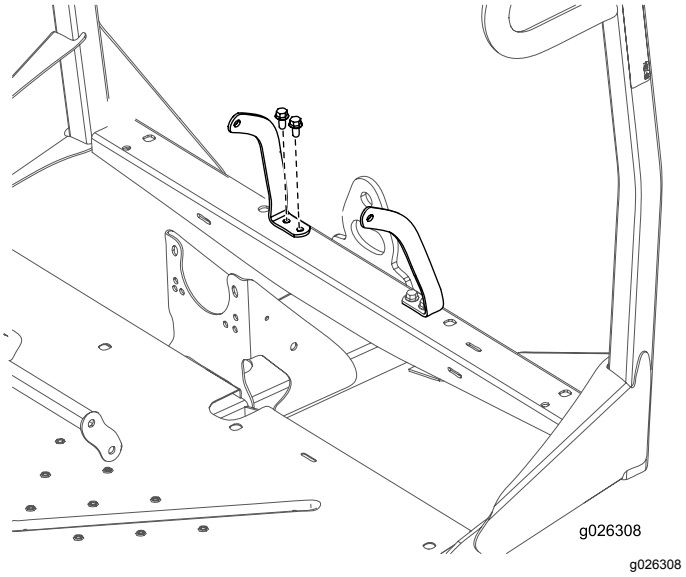

Figur 9
5. Fäst vänster och höger säkerhetsbältesförankring vid den främre ramen med 4 skruvar (3/8 x 3/4 tum) och 4 muttrar (3/8 tum) i enlighet med Figur 9.